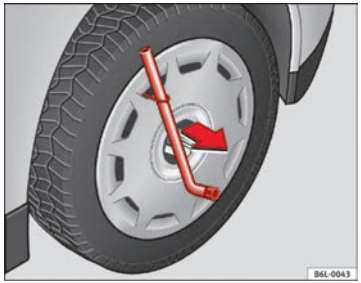

Fig. 136 Remove the complete hub cap
– Remove the wheel cover using the wire hook ⇒ Fig. 136.